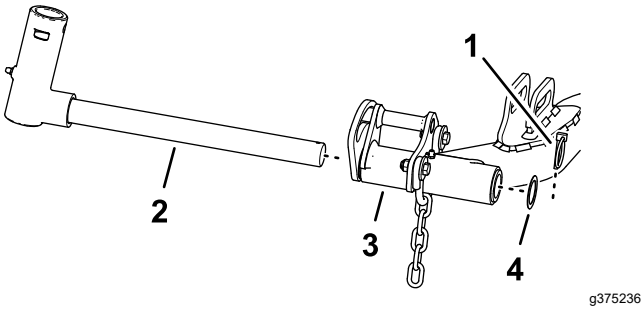

**Figuur 19**
1. Verwijder de lynch-pen en de ring waarmee het juk van het draaipunt aan de hefarm is bevestigd, en schuif de as uit de hefarm (Figuur 19).